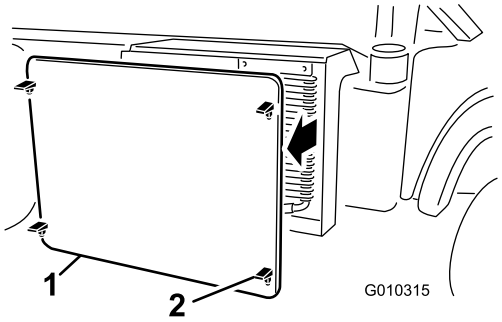

Figur 57
2. Lossa och ta bort kylargallret från kylarens framsida (Figur 57).